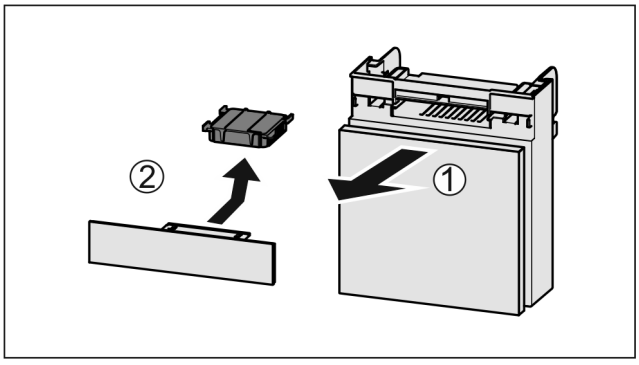

Fig. 214
▶ Extrageți *Fig. 214 (1)* compartimentul către înainte.
▶ Scoateți *Fig. 214 (2)* filtrul de cărbune activ.